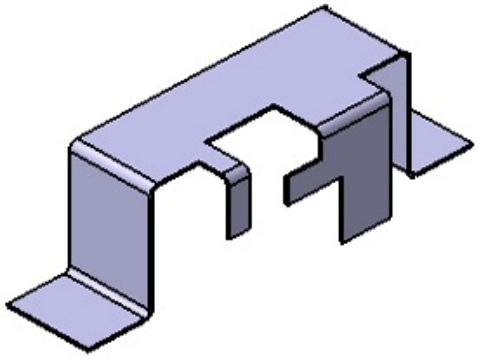

Figure 15-131 *The flange created*
3. Ensure that the **Trim Support** check box is selected and then choose the **OK** button. The sheet metal component after creating the flange is shown in Figure 15-131.